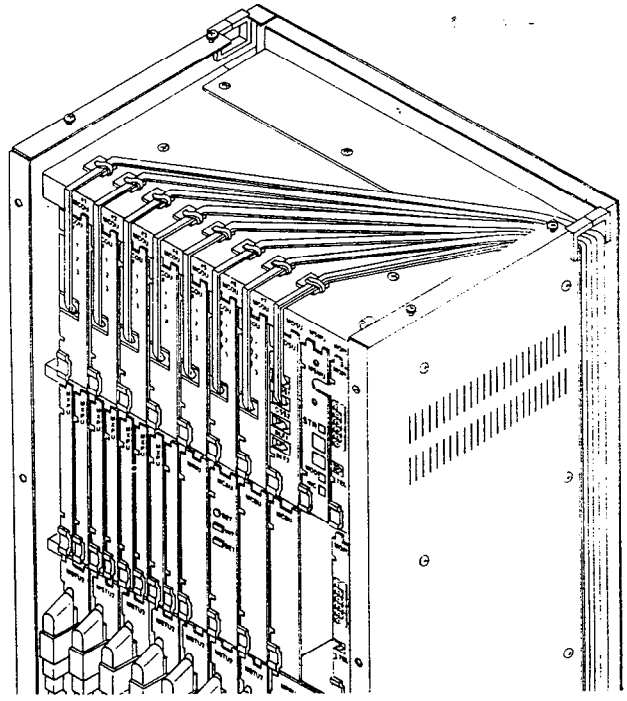

FIGURE 26
e) Route the cords across the top of the MKSU (Figure 26) and out through the rubber grommet to appropriate connector or MDF block.